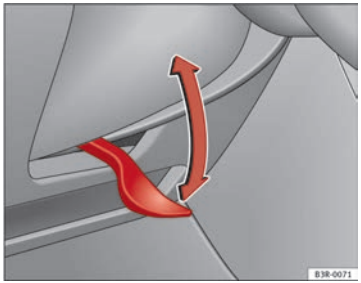

Abb. 132 Hebel unter der Lenksäule
– Schwenken Sie den Hebel ⇒ Abb. 132 nach unten ⇒ ⚠.